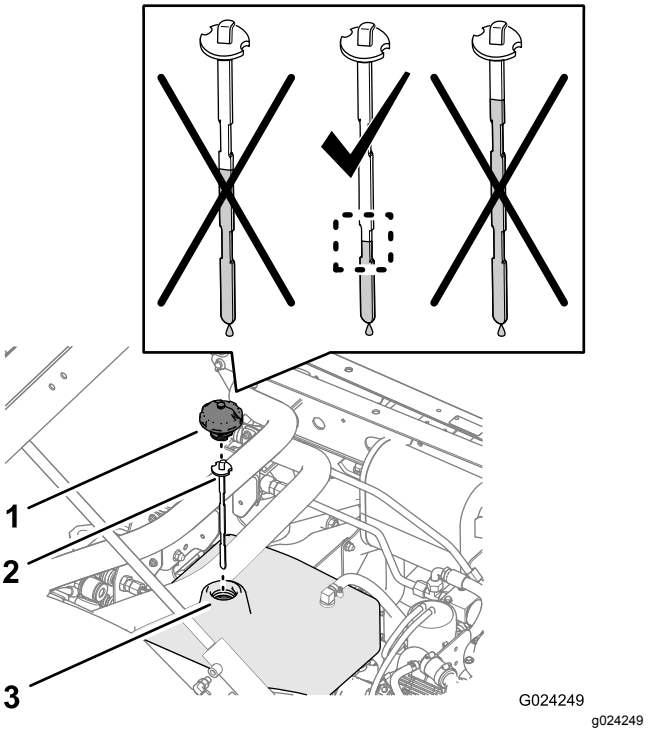
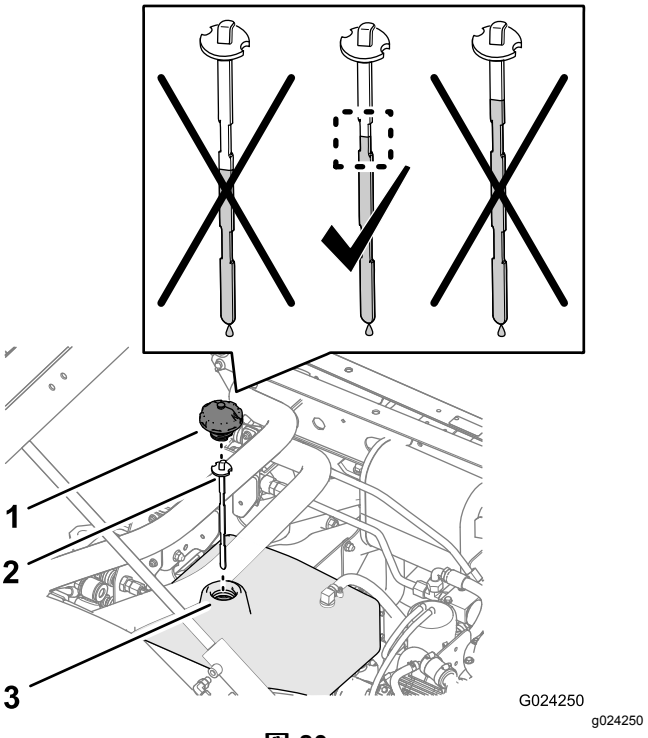

図 79
図 80
4. 油圧オイルタンクの注油口周辺とキャップをきれいに拭きく図 79 と図 80 。
5. 補給管からキャップとディップスティックを外し、ディップスティックをウエスできれいに拭く図 79 と 図 80。
6. もう一度首に差し込んで引き抜き、オイルの量を点検する図 79と図 80。
7. オイルレベルが規定よりも低い場合には、所定のオイルを補給する。ディップスティックに示されている規定範囲の中間部分までオイルを入れるようにする図 79 と 図 80。
8. タンクの補給口にディップスティックとキャップを取り付ける図 79と図 80。